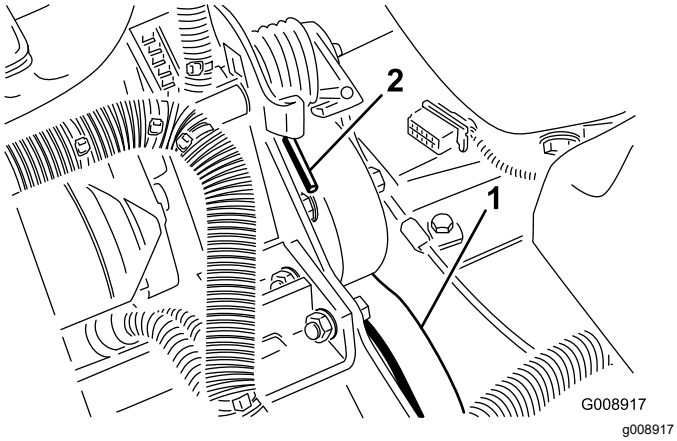

**Figure 77**
3. Appuyez sur l'extrémité du ressort (Figure 77) et poussez-la vers l'avant pour décrocher le ressort du support et le détendre.